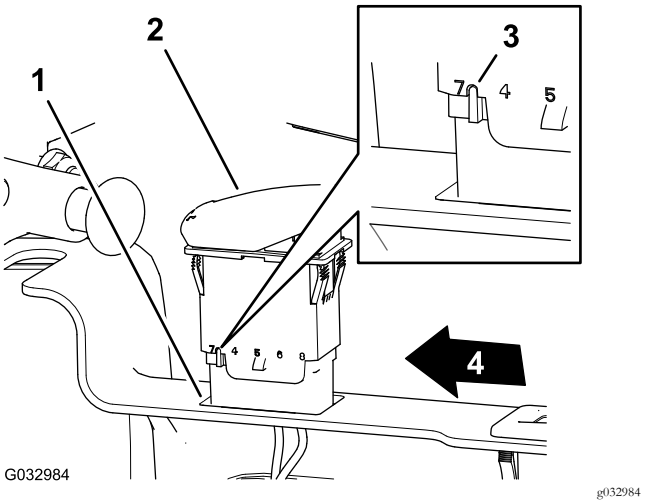

图23
5. 对准开关使开关壳体的槽口朝向控制面板左侧图23。
6. 将开关插入控制面板的开口直至牢固卡入面板图23。